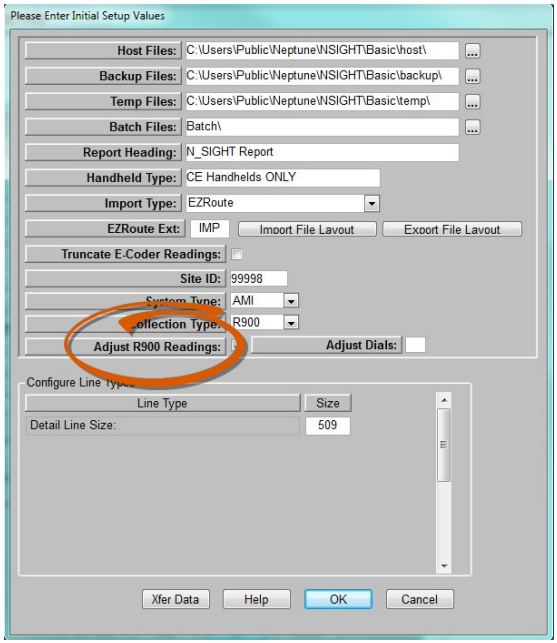

Figure A.2 – Initial Setup Values Dialog
1. When you start N_SIGHT for the first time, the Enter Initial Setup Values dialog appears as pictured in Figure A.2 on page A-15, asking you for the initial setup values.